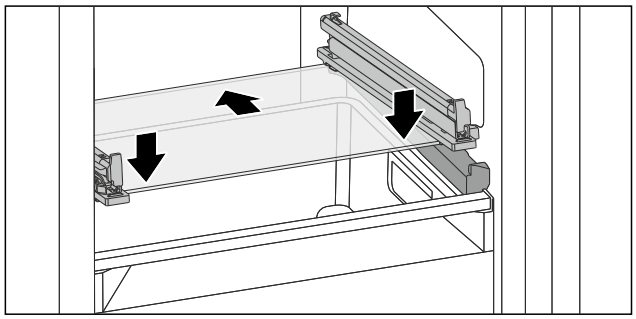

Fig. 140 Ripiano in vetro del cassetto ribaltabile
▶ Applicare il ripiano in vetro obliquamente dietro i fermi. (vedere Fig. 140)